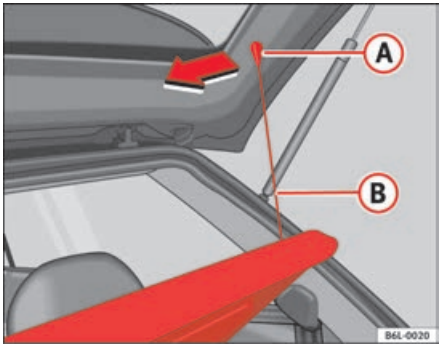

Fig. 90 Luggage compartment cover
– Disengage the loops ⇒ fig. 90 (B) from the retaining pins (A)